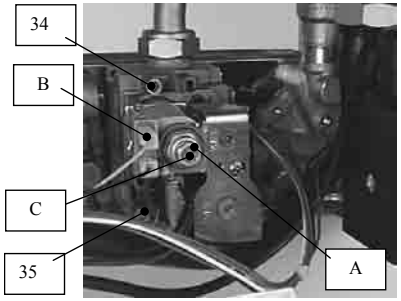

Fig. 6.5
3. Unscrew the gas valve's outlet pressure test point 34 (Fig. 6.5) and connect a pressure gauge.
3. Отверните винт контрольной точки 34 газового клапана (рис. 6.5) и подсоедините прибор измерения давления.
12. Check the minimum gas pressure and compare the value on the gauge with the value indicated in the section 4.4, (gas pressures at the burner), accordingly with the model of boiler installed. To adjust the pressure rotate the minimum gas pressure adjustment (C in Fig. 6.5) until you obtain the required pressure (by rotating clockwise the pressure increases).
12. Проверьте минимальное давление газа и сравните его значение со значениями, указанными в разделах 4.5 (давление газа на горелке), в соответствии с установленной моделью котла. Чтобы увеличить давление, поворачивайте регулятор минимального давления газа (C на рис.6.5) до тех пор, пока не получите необходмые показатели (при вращении по направлению часовой стрелки, давление возрастает).
2. Open the gas valve inlet pressure test point (35 in Fig. 6.5) at the valve input, connect a suitable pressure gauge, check the gas pressure of the supply network and compare the value on the gauge with the value indicated in the section 4.4 (gas supply pressures).
4. Loosen the internal screw 34(Fig. 6.5) on the Outlet Pressure Test Point of the Gas Valve and connect a pressure gauge using a suitable hose.
8. To adjust the pressure rotate the maximum gas pressure adjustment (A in Fig. 6.5) until you obtain the required pressure (by rotating clockwise the pressure increases).
10. Disconnect the gas modulator coil by removing the electrical connector B (Fig. 6.5).
2. Откройте клапан для проверки давления газа (35 на рис. 6.5), подключите соответствующий измерительный прибор, измерьте давление газа в сети и сравните его показания со значением, указанным в разделе 4.5 (давление газа в сети).
4. Ослабьте внутренние болты 34 (рис. 6.5) на выходной контрольной точке газового клапана и подсоедините датчик давления, используя подходящий шланг.
8. Чтобы увеличить давление, поворачивайте регулятор минимального давления газа (A на рис.6.5) до тех пор, пока не получите необходимые показатели (при вращении по направлению часовой стрелки, давление возрастает).
10. Отключите модулирующую газовую катушку, отсоединив электрический контакт B (рис. 6.5).